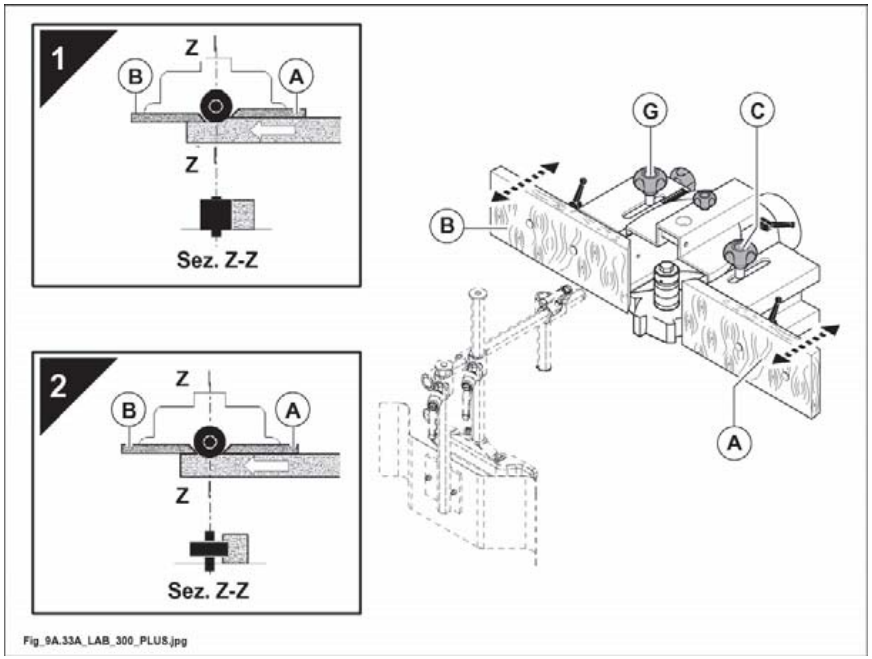

Abb. 9.33A
Beim Profilieren an der ganzen Seite des Werkstückes Anschlaghälfte (B) mit Werkzeug ausrichten (1 Abb. 9.33A).
Falls das Profil nicht auf der gesamten Seite ausgeführt wird, sondern nur auf einem Teil derselben, so müssen die Führungen A und B miteinander ausgerichtet werden (2 Abb. 9.33A).
Die Haube auf dem Arbeitstisch positionieren und die zwei Ballengriffe (C,G Abb. 9.33A) in den vorgesehenen Öffnungen festschrauben.